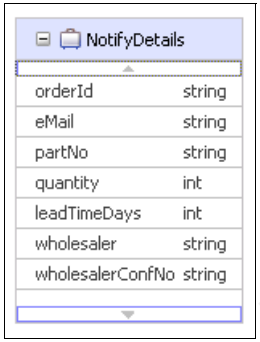

Figure 10-77 The NotifyDetails business object
b. Specify the attributes shown in Figure 10-77.